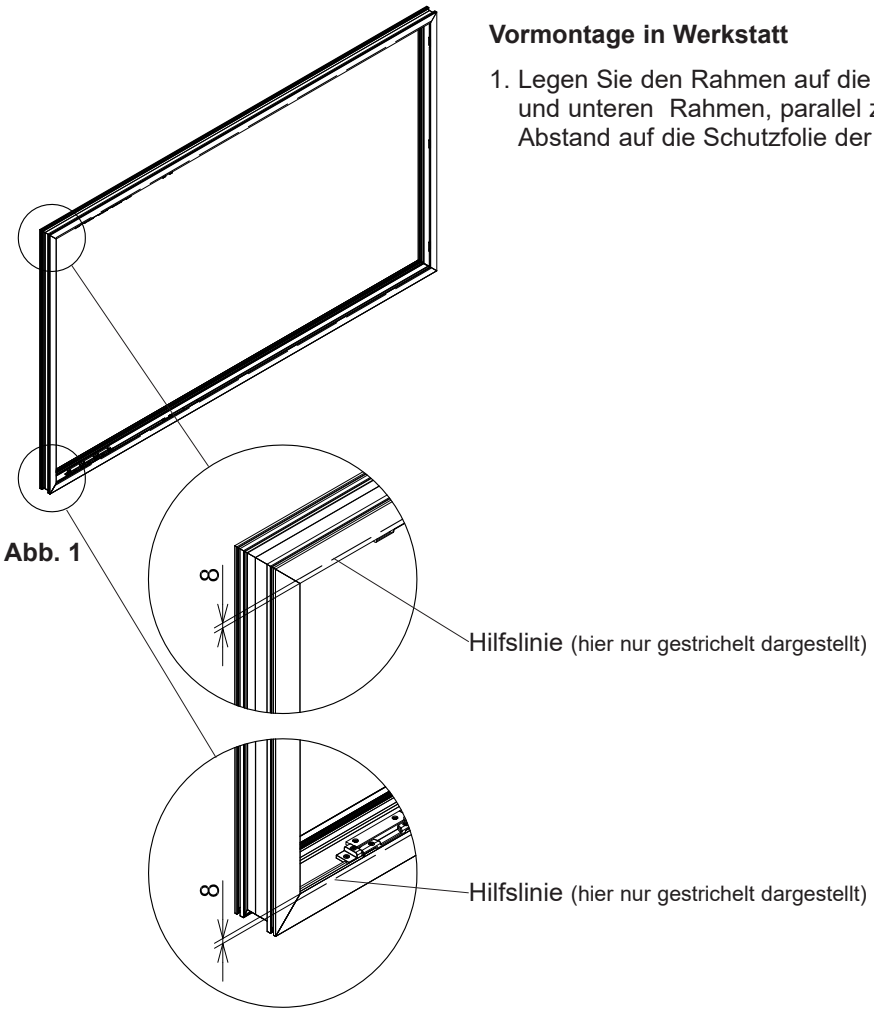

Abb. 1
1. Legen Sie den Rahmen auf die Werkbank und zeichnen Sie am oberen und unteren Rahmen, parallel zur Innenkante, eine Hilfslinie mit 8 mm Abstand auf die Schutzfolie der Rahmenprofile (Abb. 1).